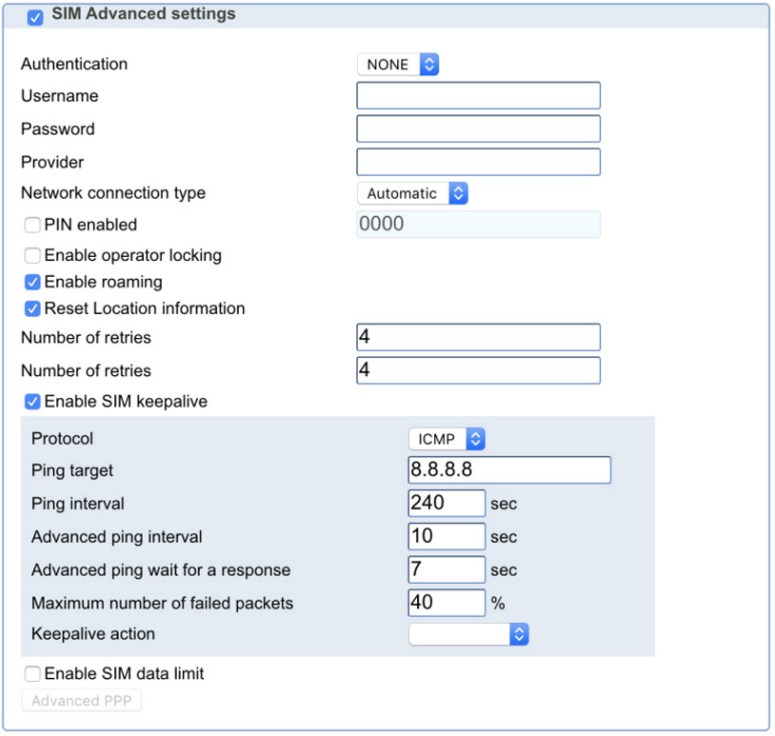
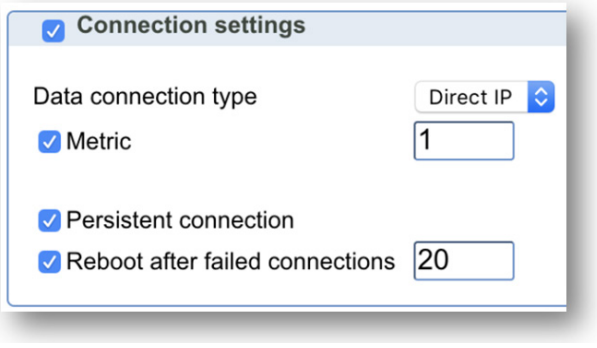

Abbildung 5 Beispiel-Konfiguration: Advanced Settings am Beispiel wherever SIM
Abbildung 6 Beispiel-Konfiguration: Connection settings
4. Der Bereich SIM *advanced settings* ist ebenfalls auszufüllen. Wichtig ist hier, dass die Option „*Enable roaming*“ aktiviert ist(siehe Abbildung 5).
Informationen zur Einstellung Keepalive action (Abbildung 5)
Number of retries (Advanced Settings) ist die Anzahl der Versuche eine Datenverbindung aufzubauen (Siehe Abbildung 5.). Wenn die Anzahl erreicht ist, dann wird das Mobilfunk-Modul neu gestartet. Wenn aber *Reboot failed connentions* erreicht ist, wird der gesamte Router neu gestartet (Siehe Abbildung 6.)
Ping target	Hier wird eine Ziel IP-Adresse für die Ping-Aufrufe angegeben. In unserem Beispiel (Abbildung 5) nutzen wir den Google DNS-Server